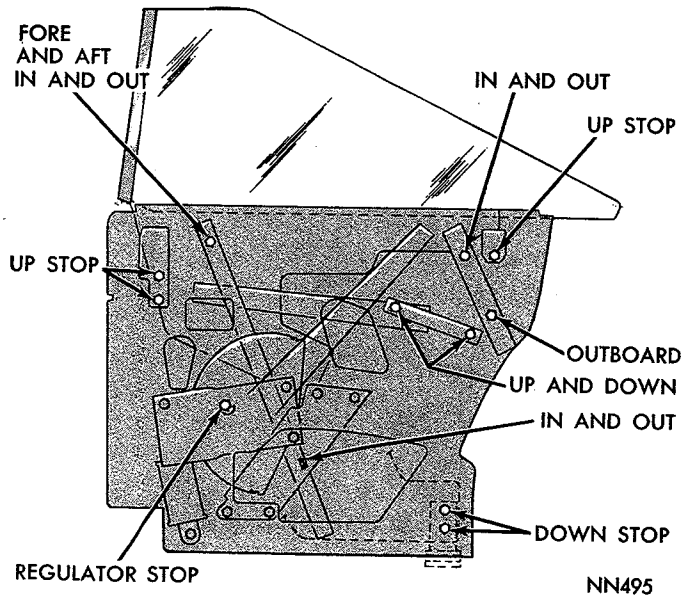

*Fig. 147—Quarter Window Adjustments—Hardtop*
(1) With door closed, adjust upper rear track (Fig. 147) until rear of glass lightly touches belt line weatherstrip. To move window in, turn sleeve nut clockwise; to move out, counterclockwise.
(2) Raise window seating top of glass against roof rail weatherstrip and front of window level with top of front door window.
(3) Adjust upper front track until front of window is aligned with rear of front door window. To move window in, turn sleeve nut clockwise, to move out, counterclockwise.
(4) Adjust lower front track until front of window is aligned rear of front door window at roof rail.
(5) Adjust pivot bracket until top of window is fully against and parallel to roof rail weatherstrip. To raise front of window, lower front of bracket, to lower, raise bracket.
(6) Move upper front track attachment forward and tighten when quarter window weatherstrip is against front door window.
(7) Tighten pivot bracket nuts.
(8) Loosen and position front and rear up stops against glass lower frame and tighten screws.
(9) Lower window until top of glass is even with or slightly below belt line outer panel.
(10) Turn lower rear track sleeve nut counterclockwise until its boss is against outboard side of inner panel. Tighten nut.
(11) Position and tighten regulator stop against regulator sector stop.